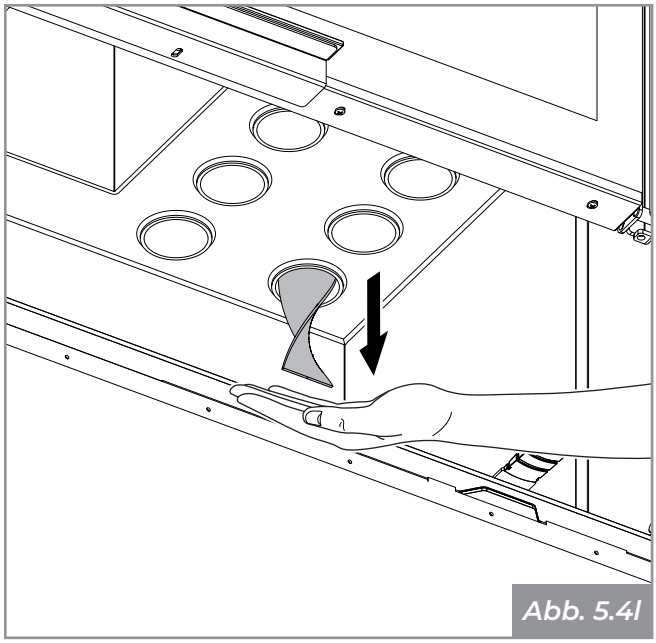

Abb. 5.4l
- Vorsichtig mit dem Turbolator hantieren und ihn herausziehen **(Abb. 5.4l)**;